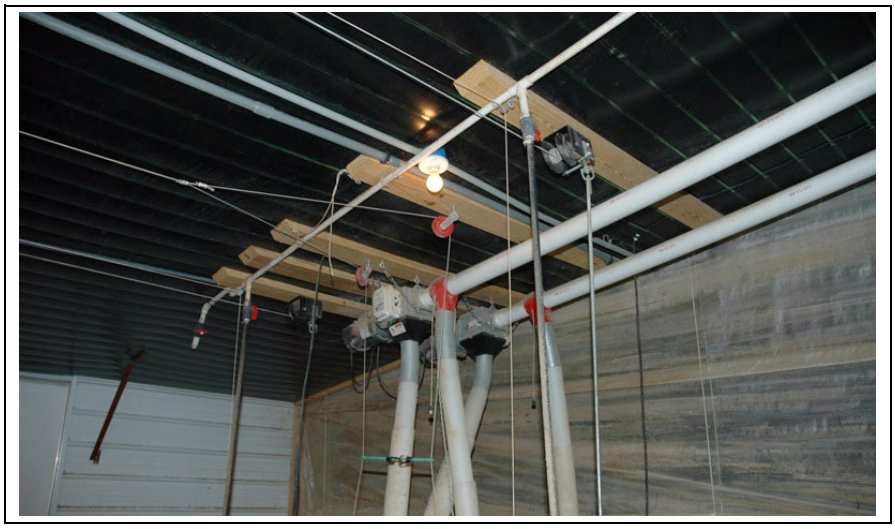

Рисунок 5A *Установленный ворот*
1. Установите вороты с помощью трех (3) 3/8" болтов (длиной 2 1/2") с гайками и плоскими шайбами на доску размером два на шесть дюймов (2" x 6"), которая проходит как минимум через две (2) потолочные фермы. Ворот можно также установить на стену размерами 2" x 6". *(см. рисунок 5A.)*